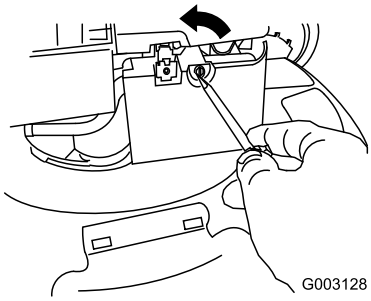

Figura 32
2. Aprite il coperchio del filtro dell'aria con un cacciavite (Figura 32).